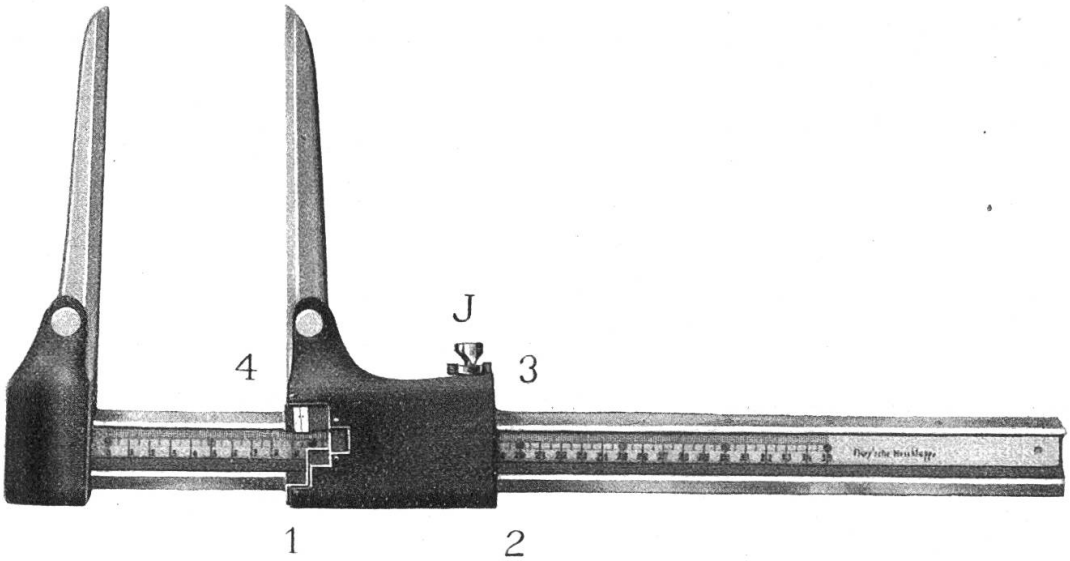

Abb. 1. Flurysche Meßkluppe
1. Fall, Fig. 1. Der Stamm St wird mit der sich beim Zug selbst schließenden Zange Z gefaßt, welche durch einen Haken mit dem Drahtseil S (Zugseil) verbunden wird. An einem ungefähr in der Zugrichtung und jenseits des Weges stehenden Baumstamm B wird das Bindedrahtseil befestigt und die Rolle R angehängt. Über diese Rolle gleitet das
Im Jahre 1913 hat Dr. Ph. Flury eine neue Kluppe konstruiert (Abb. 1), die allen Anforderungen, welche an ein solches Instrument gestellt werden können, entsprechen dürfte. (Vgl. „Zeitschrift" 1913, S. 89.)